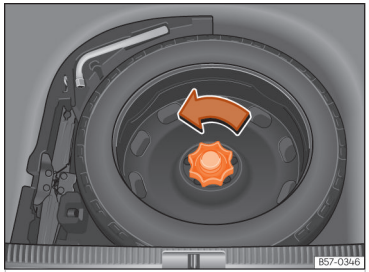

Abb. 244 Im Gepäckraum: hochgeklappter Ladeboden.
- Drehen Sie das Handrad entgegen dem Uhrzeigersinn ››› (Abb. 244).